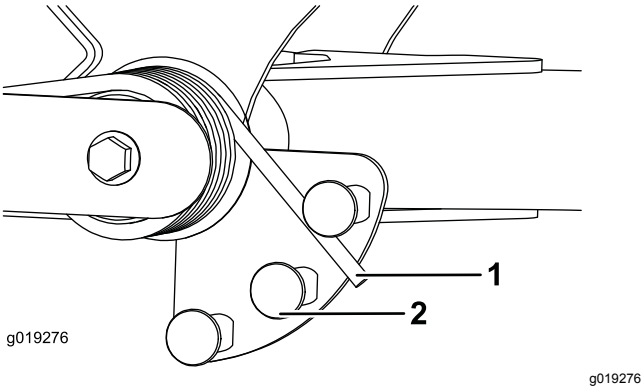

**Figur 66**
2. Sett inn et rør eller lignende objekt på den lange fjærenden og sving det rundt fjæraktuatoren til ønsket stilling (Figur 66).